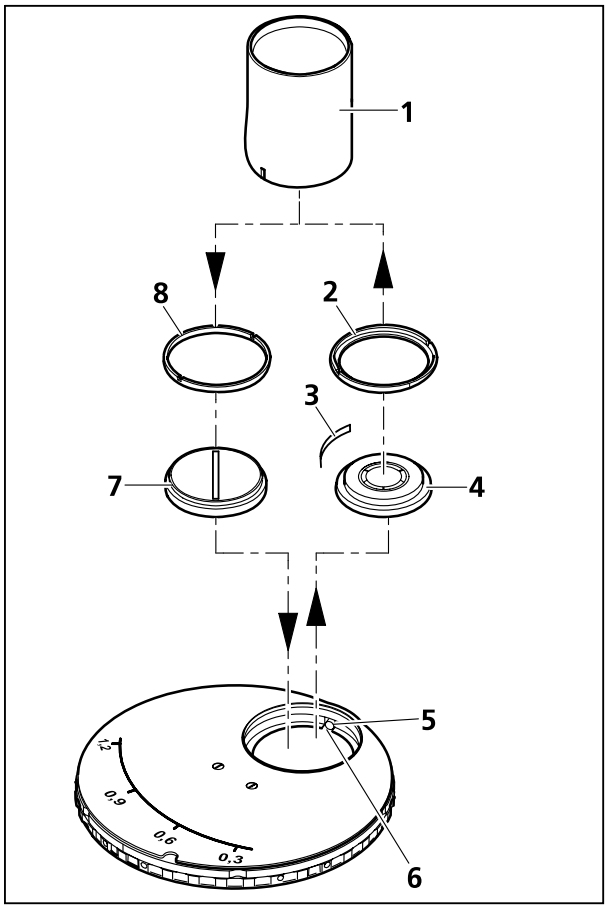
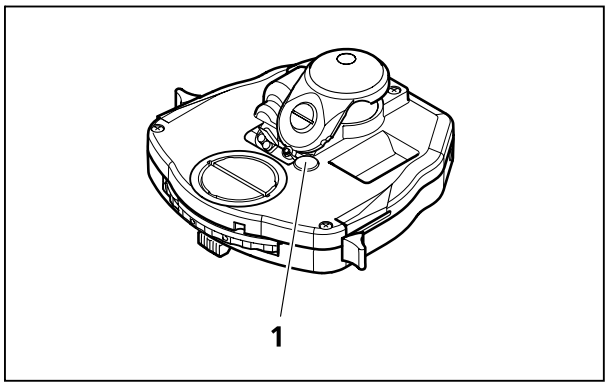

Bild 3-55 Spaltblende montieren
Bild 3-56 Blendenwechsel Ph-DIC-PlasDIC
- Zentrierschrauben (Bild 3-55/**5**) der Modulatorscheibe mit einem Innensechskantschlüssel bis zum Anschlag zurückschrauben.
- Vorschraubring (Bild 3-55/**2**) der Ph-Blende mit dem mitgelieferten Werkzeug (Bild 3-55/**1**) herausschrauben.
- Ph-Blende (Bild 3-55/**4**) und Feder (Bild 3-55/**3**) herausnehmen.
- Spaltblende(Bild 3-55/**7**) mittels Werkzeug (Bild 3-55/**1**) mit den Nocken in die Orientierungsnuten (Bild 3-55/**6**) einsetzen.
- Den mit der Spaltblende mitgelieferten Vorschraubring (Bild 3-55/**8**) mittels Werkzeug (Bild 3-55/**1**) einschrauben.
- Abdeckung (Bild 3-56/**1**) entfernen. Mit Innensechskantschlüssel 1,5 mm die Schraube (Bild 3-55/**5**) entgegen dem Uhrzeigersinn bis an den Anschlag drehen. Somit lässt sich zum Zwecke der Kontrastierung bei DIC die Aperturblende schließen.